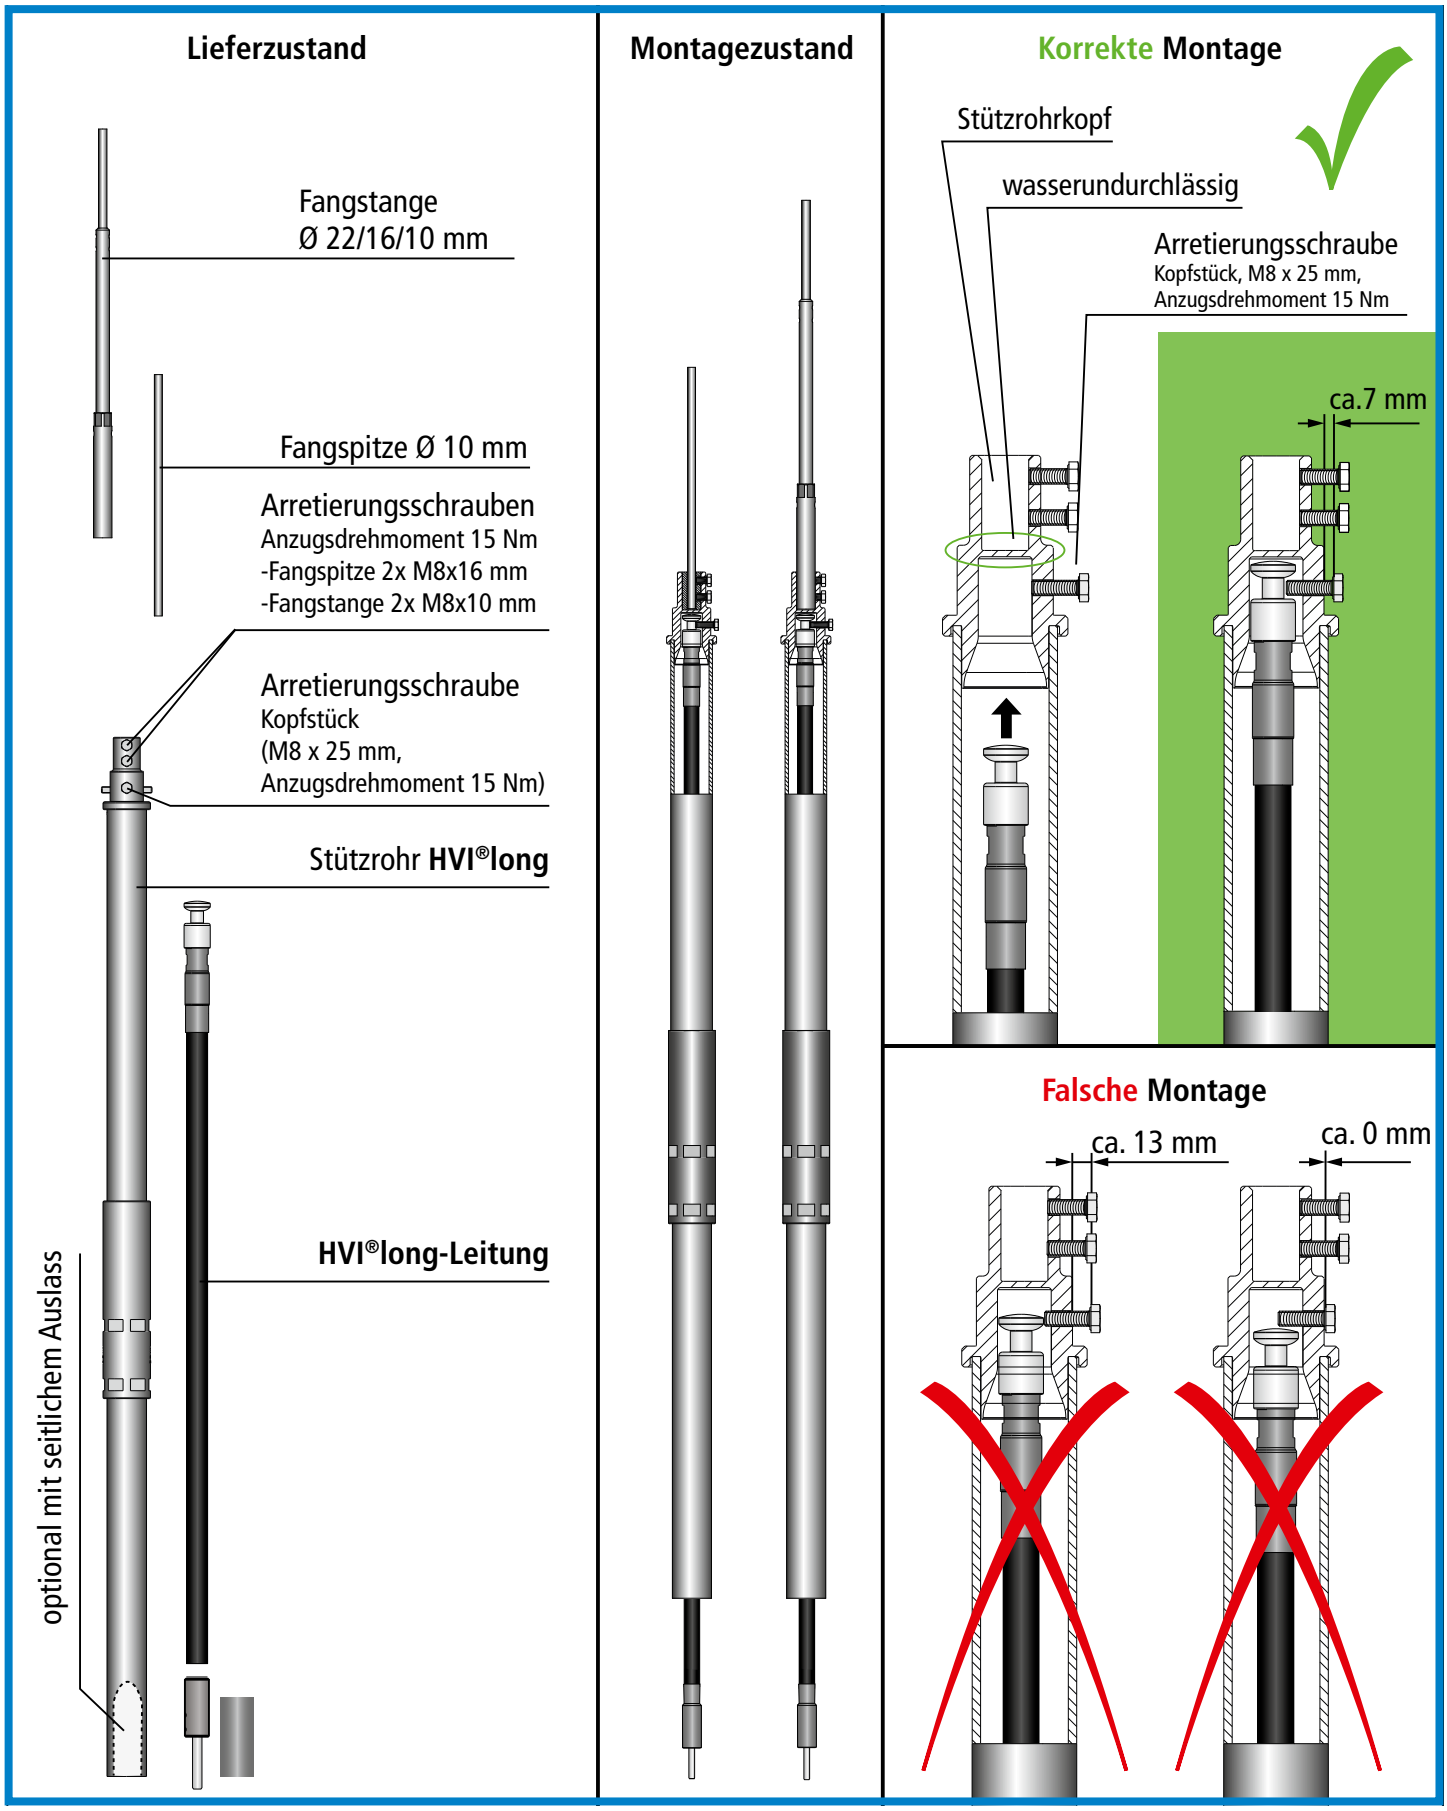

Bild 5 Montage des Kopfstückes im Stützrohr
Vor der Montage des Stützrohres ist die konfektionierte **HVI®long-Leitung** mit montiertem Kopfstück voran in das Stützrohr einzuführen und zu befestigen (siehe hierzu auch Bild 5, Seite 21).
- Die ordnungsgemäße mechanische Befestigung der **HVI®long-Leitung** im Stützrohr ist zu überprüfen! (siehe Bild 5). Die korrekte Montage kann mit einem leichten Zug am Austritt der Leitung überprüft werden.